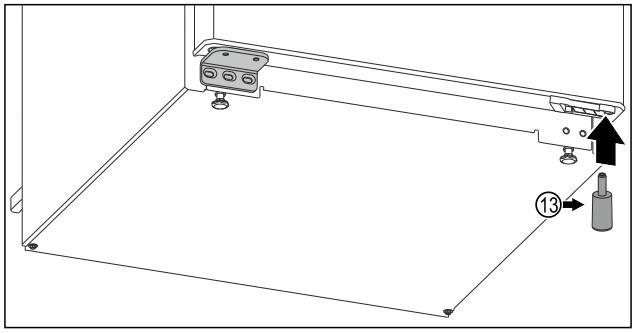

*Fig. 18 På enheder uden 4-stjernet fryser**
▶ Afstandsdelen *Fig. 18 (13)* anbringes igen nederst til højre i døren, da dette er vigtigt af hensyn til skabets stabilitet.*